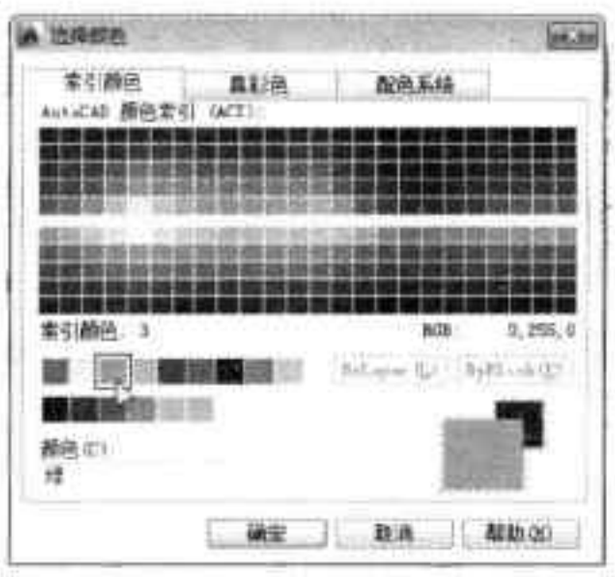

图3-10 选择颜色
Step 03 在打开的“选择颜色”对话框中，选择所需颜色，这里选择“绿色”，单击“确定”按钮，关闭当前对话框，如图3-10所示。